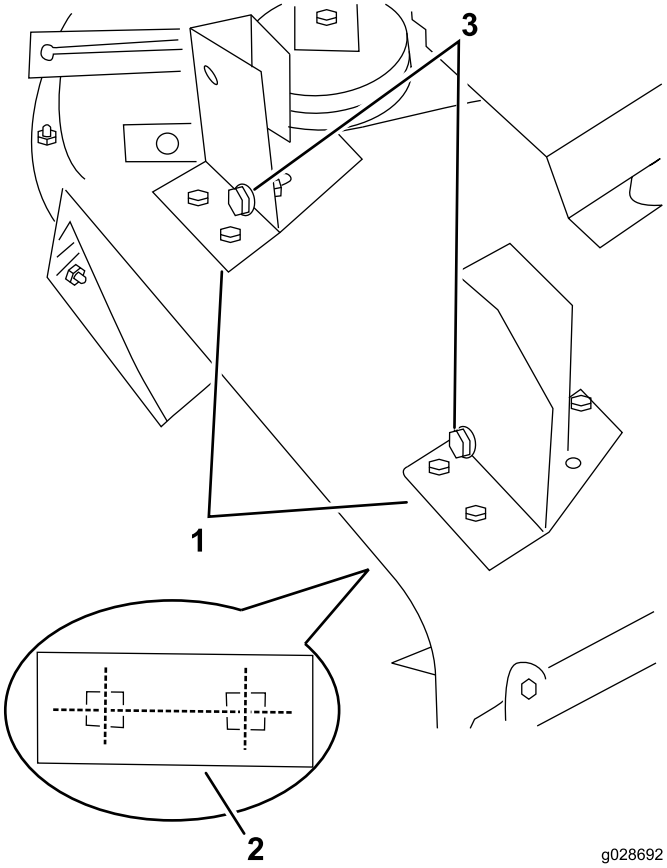

Bild 11
1. Setzen Sie das Gebläse und die Befestigungshalterungen auf das Mähwerk und fluchten die Befestigungslöcher mit den Löchern aus, die vorher für das Grasablenkblech verwendet wurden (Bild 11).
2. Stellen Sie sicher, dass zwischen dem Gebläse und dem Mähwerk kein Abstand besteht, und befestigen Sie jede Halterung mit einer Halterungsplatte, zwei Schlossschrauben (5/16-18" x 3/4") und zwei Sicherungsmuttern am Mähwerk (Bild 11).
9. Schieben Sie das Gebläse auf die Ausfluchtungsschrauben der Befestigungshalterung (Bild 11) und verlegen Sie gleichzeitig den Riemen um die Gebläseriemenscheibe.